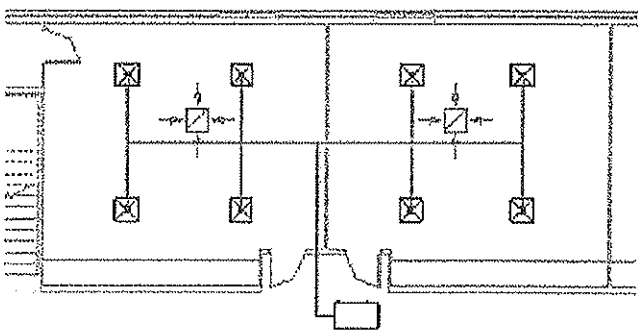

Figure 8–85
7. A Warning displays prompting you that there is an open connection and the horizontal duct is highlighted as shown in Figure 8–86. You can see in the 3D view that it is missing an endcap.